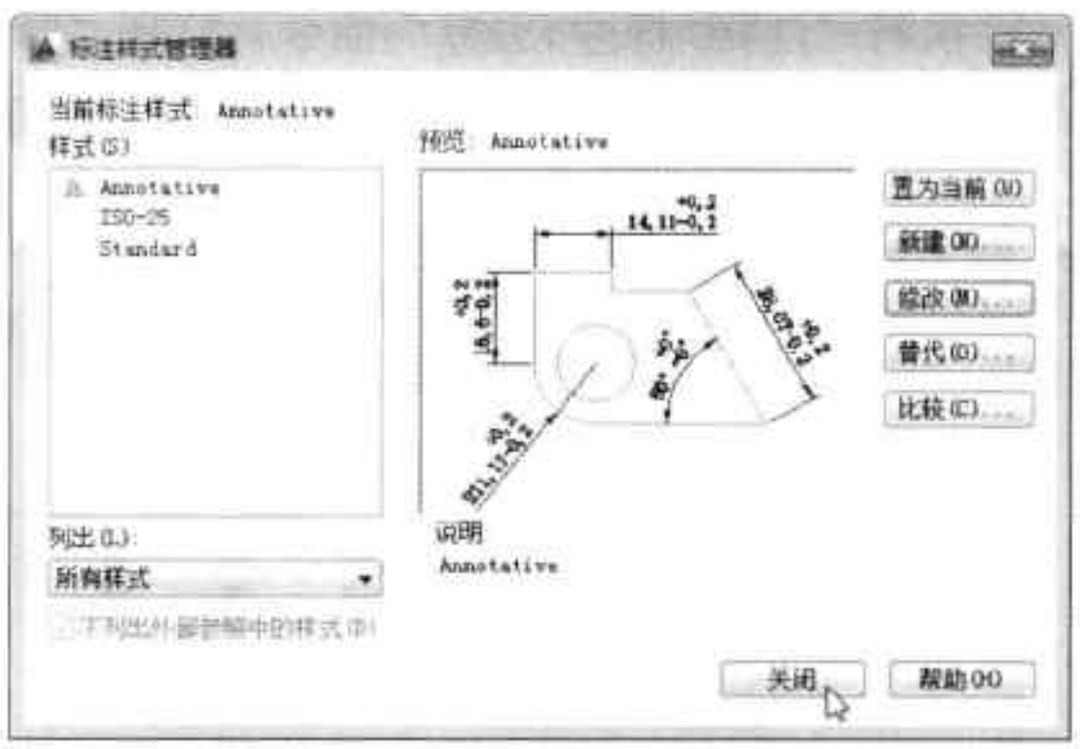

图9-43 完成尺寸公差设置
Step 04 在返回的对话框中，单击“关闭”按钮，完成尺寸公差设置，如图9-43所示。